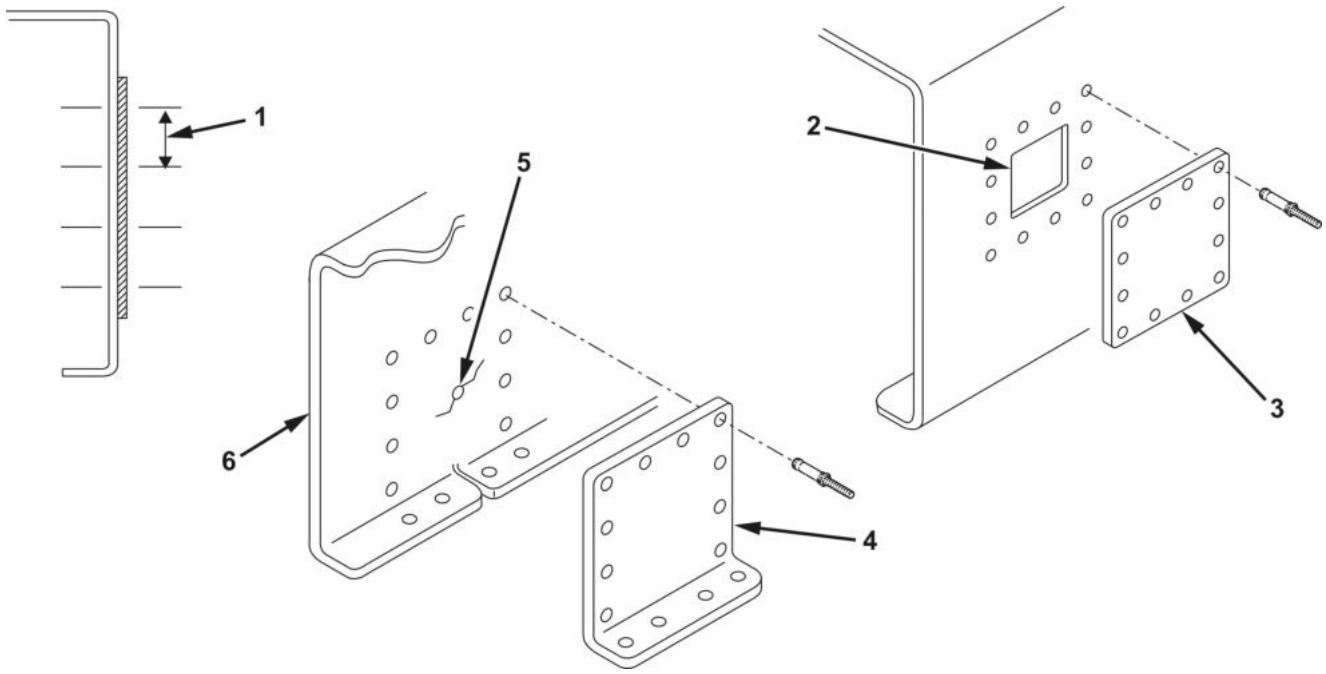

Figure 5. Repair by Patching.
1. Most body panel damage that exceeds the limits of negligible damage may be repaired by patching. This procedure involves removal of damaged area (Figure 5, Item 2) and application of a patch (Figure 5, Item 3) to cover the area. The damaged area is prepared by removal of the damage by rounding or smoothing of all corners and edges. This helps ensure that cracks will not spread into undamaged areas.
2. In the case of a large crack (Figure 5, Item 5), it may be desirable to stop drill the crack rather than cut out a portion of the panel (Figure 5, Item 6) or structural member. Complete the repair by applying a large patch (Figure 5, Item 4) over the area that was damaged. The overlap must be sufficient to allow the observance of proper rivet-edge distance (Figure 5, Item 1). Large areas of damage are best repaired using a patch that is attached with multiple rows of rivets.